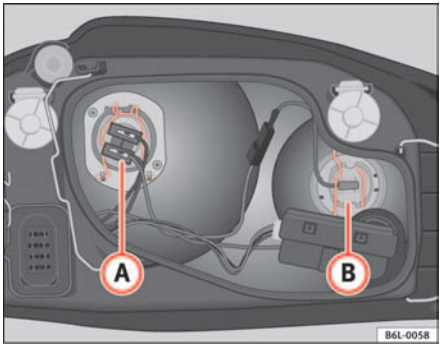

Fig. 143 Dipped headlight lamp
– Remove the lamp cable connector (A) ⇒ fig. 143.